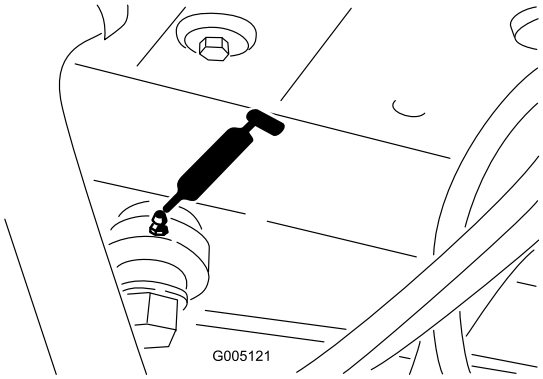

Figura 39
- Extremo del cilindro de la dirección (Figura 39)